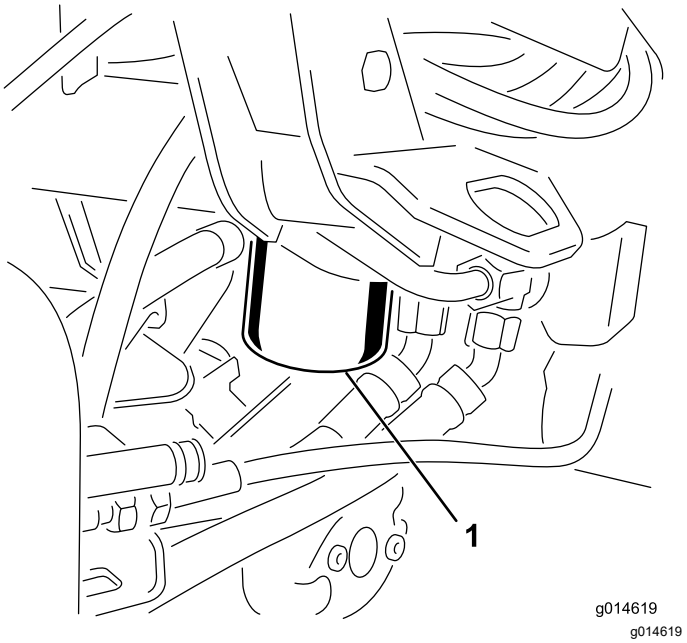

Rysunek 44
1. Wyczyścić obszar wokół mocowania filtra (Rysunek 44). Umieścić miskę pod filtrem i usunąć filtr.